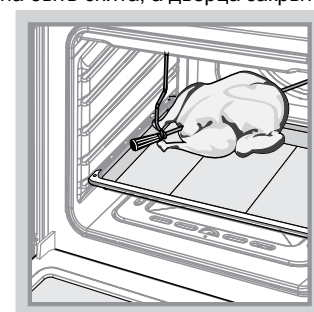

Рис.7
- Насадите на штык кусок мяса или тушку птицы и закрепите его вилками посредством крепежных винтов. Закрепленный на штыке кусок мяса должен находиться точно под грилем (рис. 7).